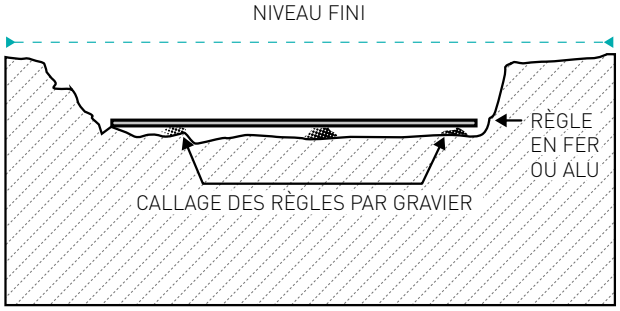

Fig.5
4. Placer les règles correctement en fond de fouille **(Fig. 5)**